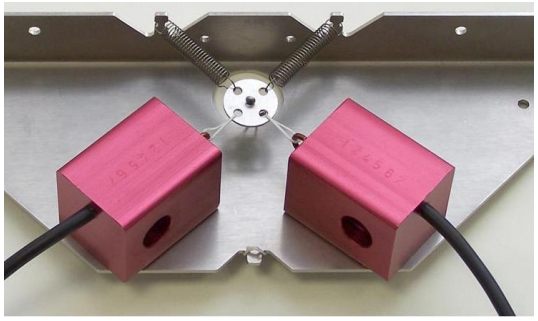

Fig. 4: Befestigung der Kraftsensoren an der Federbaugruppe.
- Feder und Vektorscheibe mit dem Haken des Kraftsensors über kleine Schlaufe vorsichtig straffen (Fig. 4).